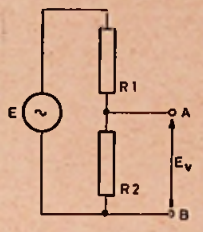
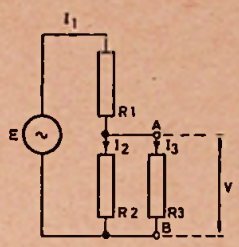

Fig. 5a
Fig. 6a
In fig. 5a is aangegeven een spanningsdeler, bestaande uit de beide weerstanden R1 en R2, aangesloten op een spanningsbron met emk E. De schakeling heeft twee aansluitklemmen A en B, waarop een uitwendige belasting kan worden aangesloten. Op dit geval gaan we nu het boven gegeven recept toepassen en we berekenen dus eerst de „vervangings-emk" die we met Ev zullen aanduiden. Blijkens het bovenstaande is de vervangings-emk gelijk aan het spanningsverschil, dat tussen de (onbelaste) klemmen A en B aanwezig is en daarvoor kunnen we opschrijven:
Vervolgens moeten we de inwendige weerstand Rv van deze equivalente spanningsbron berekenen en volgens het gegeven recept moeten we daartoe in fig. 5a de generator E wegdenken en door een kortsluiting vervangen. Dit wil zeggen, dat de bovenzijde van R1 in gedachte verbonden moet worden met de onderzijde van R2, waardoor deze beide weerstanden **parallel** zouden komen te staan. Voor de weerstand Rv, die men dan tussen de overigens onbelaste aansluitklemmen A en B zou meten (zie het recept) geldt dus:
Volgens de stelling van Thévenin is dus de eenvoudige schakeling volgens fig. 5b, bestaande uit een spanningsgenerator Ev met één enkele weerstand Rv in serie, geheel gelijkwaardig aan de meer gecompliceerde schakeling volgens fig. 5a, indien voldaan is aan de beide voorwaarden, dat:
De juistheid van deze stelling zullen we bewijzen aan de hand van de figuren 6a en 6b. In fig. 6a hebben we weer de spanningsdelerschakeling van fig. 5a, met het verschil evenwel dat nu bovendien een uitwendige belasting in de vorm van de weerstand R3 op de klemmen A en B is aangesloten. In fig. 6b is de schakeling aangegeven die volgens Thévenin voor fig. 6a in de plaats mag worden gesteld.
Om te bewijzen, dat fig. 6b inderdaad in de plaats van fig. 6a mag worden gesteld, moet worden aangetoond, dat ook in fig. 6a voor de spanning V de uitdrukking geldt volgens formule (10). Dat dit inderdaad het geval is, kan als volgt worden afgeleid:
In fig. 6a bestaat de hoofdstroom I_1 uit de som der beide takstromen I_2 en I_3, dus:
Deze uitdrukking voor de spanning V in fig .6a is inderdaad precies dezelfde als formule (10) die voor fig. 6b werd afgeleid, wat als bewijs mag gelden voor de gelijkwaardigheid van beide schakelingen en tevens als bewijs voor de juistheid van de stelling van Thévenin.